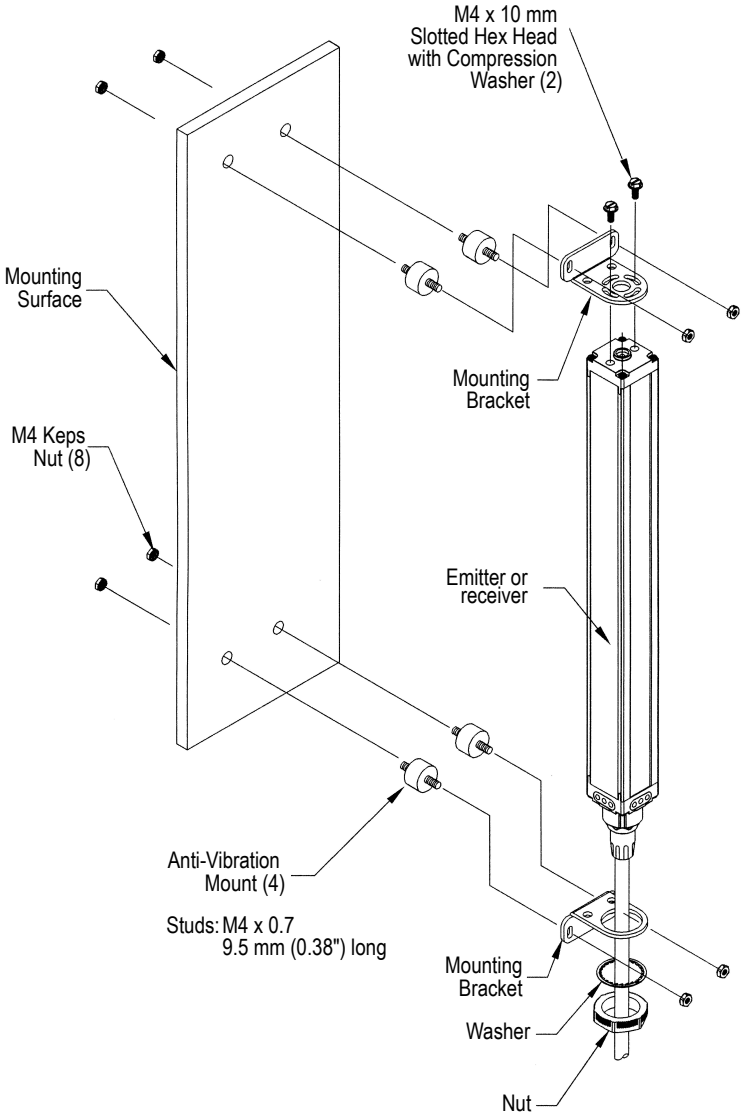

*Figure 6. A-GAGE High-Resolution MINI-ARRAY emitter and receiver mounting hardware*
1. Mount the emitter and receiver in their mounting brackets; see *Figure 6* (p. 8).